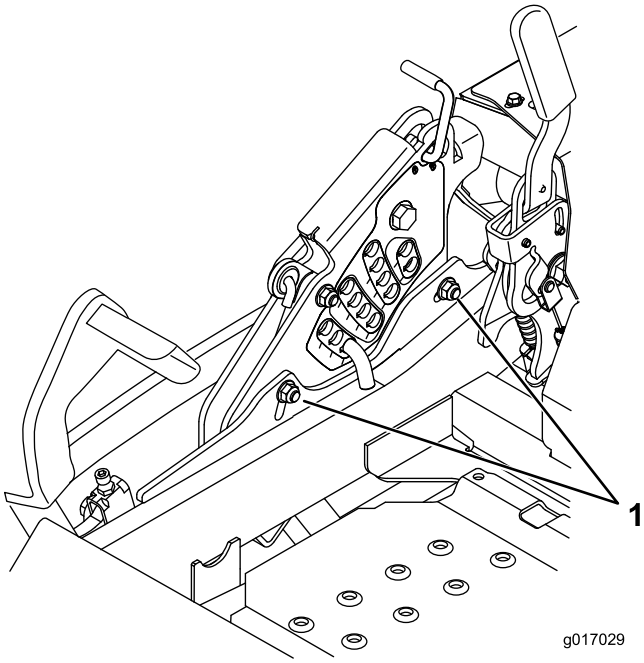

Figur 88
12. Lossa på de två skruvarna längst ned på klipphöjdsplattan för att justera enkelpunktssystemet. Se Figur 88.
14. Dra åt de två skruvarna längst ned på klipphöjdsplattan (Figur 88). Dra åt till ett moment på 37–45 Nm.